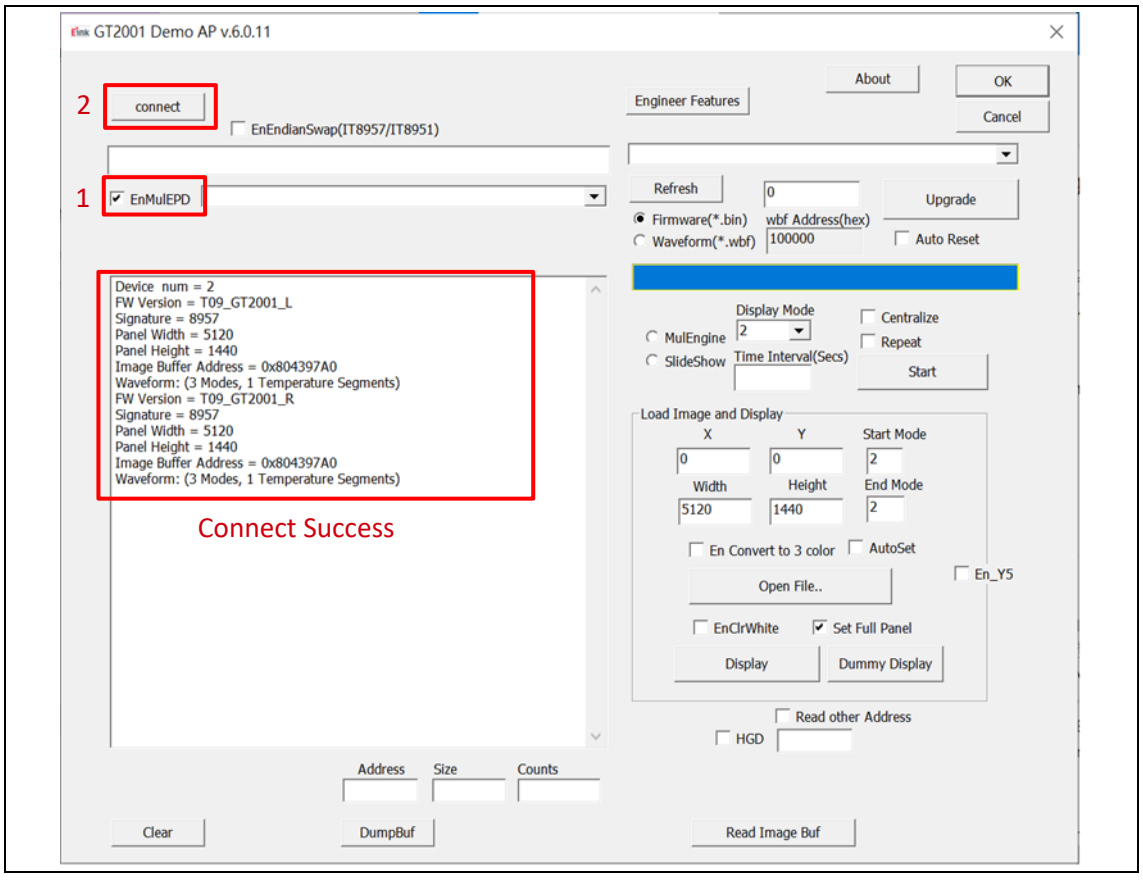

Figure 3.1
- Execute the " GT2001_DemoAP_v.6.0.12_1022 " software and check the EnMulEPD box and click the "Connect" button to ensure that the software is successfully connected to the physical drive. (refer to Figure 3.1)